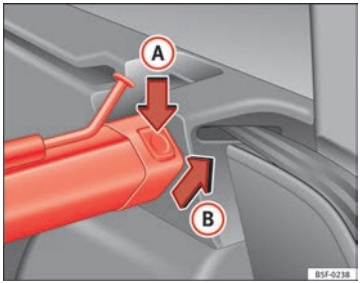

Fig. 99 In the luggage compartment: removing the net partition
- Press the left or right release button ⇒ Fig. 99 in the direction of the arrow (A).
- Remove the support casing in the direction of arrow (B).
- Press the housing in the left and right supports in the direction of arrow (B) until it engages ⇒ Fig. 99.